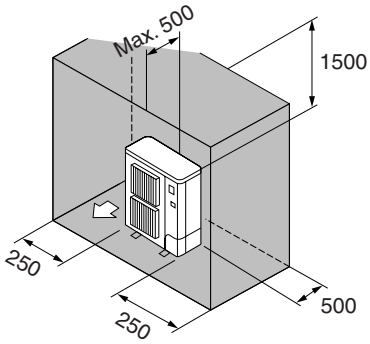

Fig. 3-10
⑥ Obstacles uniquement à l'arrière, sur les côtés et au-dessus (Fig. 3-10)